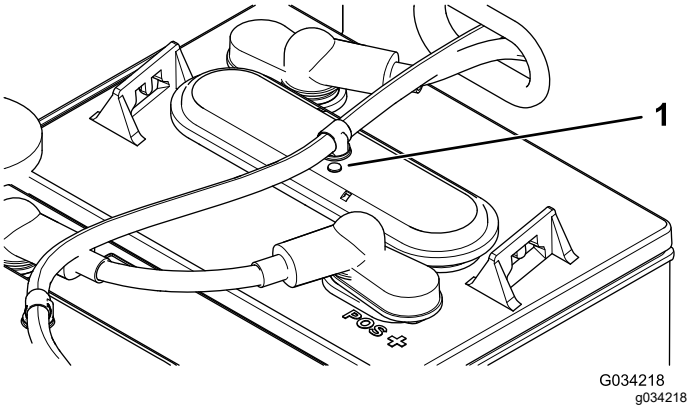

**Figuur 36**
3. Controleer of de oogjes op de accu's zwart of wit zijn (Figuur 36).